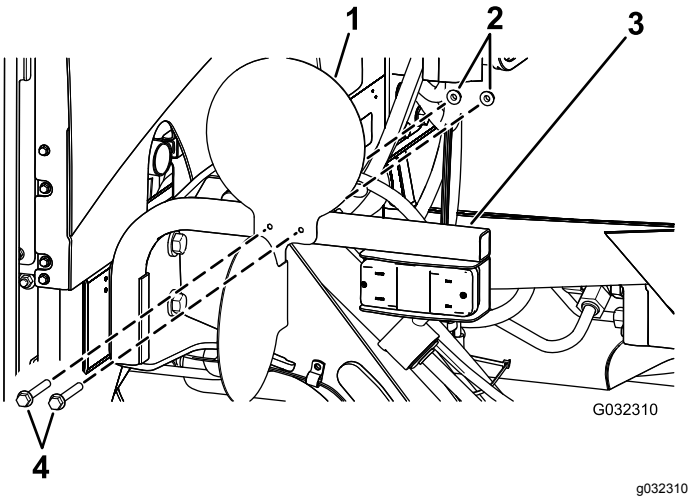

Figura 35
2. Sujete las placas a los soportes del kit de luces con los 4 tornillos de cabeza hexagonal (¼" x 2½") y 4 contratuercas (¼"), según se muestra en Figura 35.